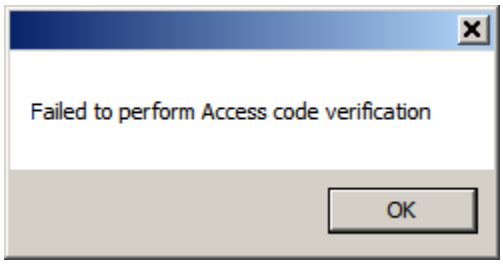
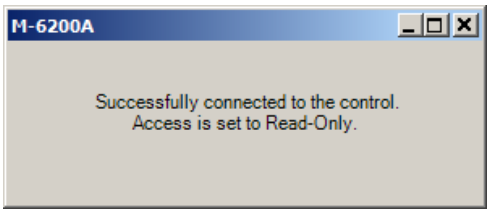
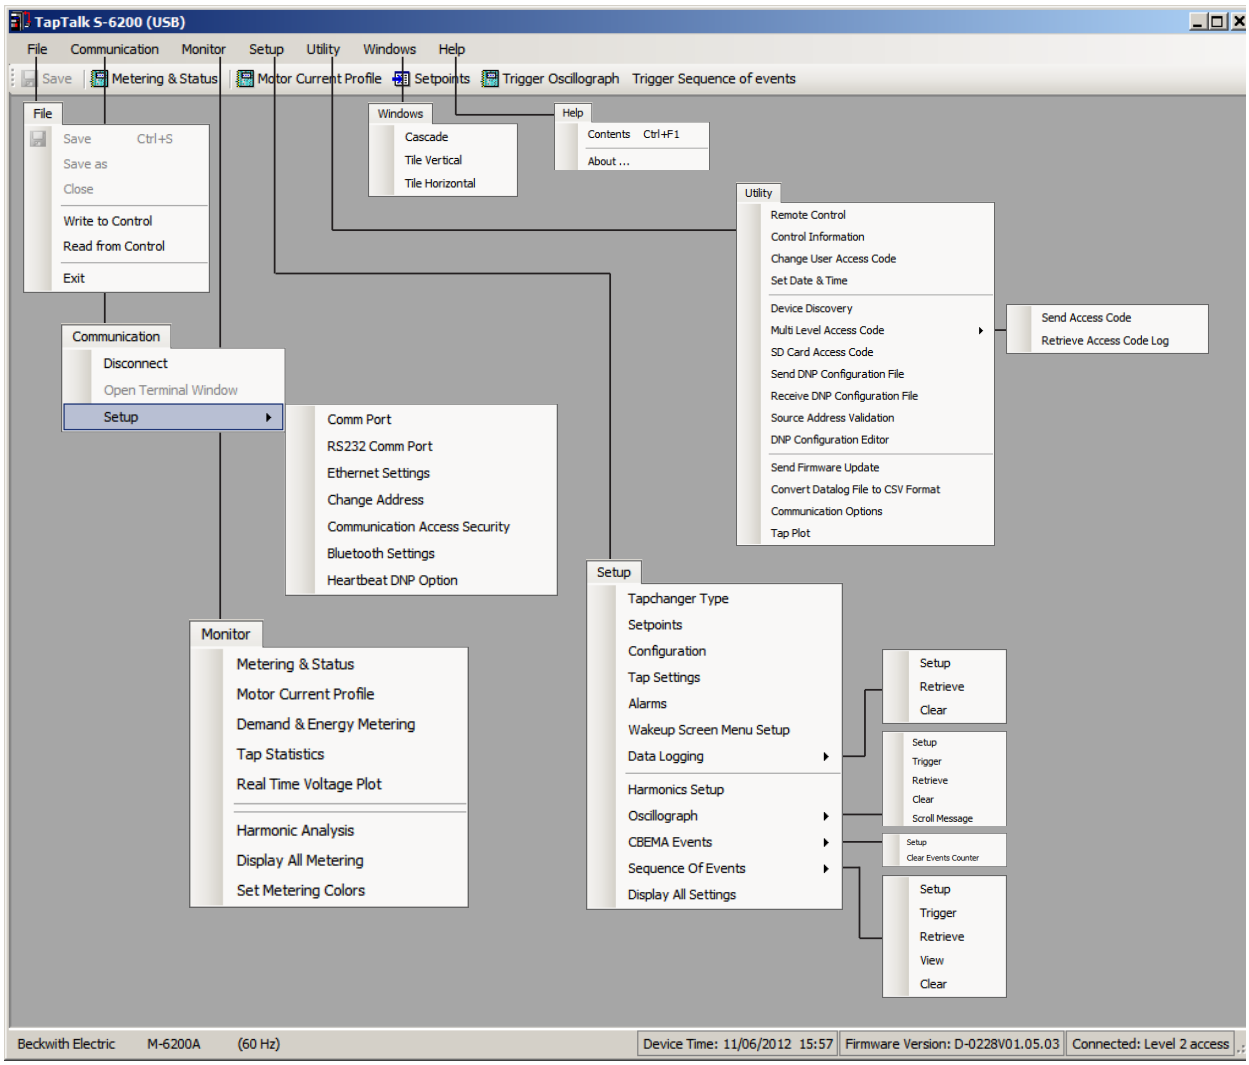

Figure 3-4 Failed to perform Access Code Verification Error Screen
Figure 3-5 Successfully Connected Read-Only Access Screen
Figure 3-13 TapTalk Main Screen Menu Selections (Connected)
11. If Level 1 Access is active and an invalid access code was entered, then TapTalk will display a "Failed to perform Access Code Verification" error message (Figure 3-4).
12. Select **OK**. TapTalk will briefly display the "Successfully Connected Read-Only Access" screen (Figure 3-5) and then display the connected version of the TapTalk Main Screen (Figure 3-13) with Read-Only permission.
9. If Level 1 Access is active and an invalid access code was entered, then TapTalk will display a "Failed to perform Access Code Verification" error message (Figure 3-4). Select **OK**. TapTalk will briefly display the "Successfully Connected Read-Only Access" screen (Figure 3-5) and then display the connected version of the TapTalk Main Screen (Figure 3-13) with Read-Only permission.
8. If Level 1 Access is not active or the proper Level 1 or Level 2 access code was entered, then TapTalk will briefly display a "Successfully Connected Level 1/Level 2" confirmation screen, then display the connected version of the TapTalk Main Screen (Figure 3-13) with the appropriate Access Level.
7. If Level 1 Access is not active or the proper Level 1 or Level 2 access code was entered, then TapTalk will briefly display a "Successfully Connected Level 1/Level 2" confirmation screen, then display the connected version of the TapTalk Main Screen (Figure 3-13) with the appropriate Access Level.
8. If Level 1 Access is active and an invalid access code was entered, then TapTalk® will display a "Failed to perform Access Code Verification" error message (Figure 3-4). Select **OK**. TapTalk will briefly display the "Successfully Connected Read-Only Access" screen (Figure 3-5) and then display the connected version of the TapTalk Main Screen (Figure 3-13) with Read-Only permission.
7. If Level 1 Access is not active or the proper Level 1 or Level 2 access code was entered, then TapTalk® will briefly display a "Successfully Connected Level 1/Level 2" confirmation screen, then display the connected version of the TapTalk Main Screen (Figure 3-13) with the appropriate Access Level.
8. If Level 1 Access is active and an invalid access code was entered, then TapTalk will display a "Failed to perform Access Code Verification" error message (Figure 3-4). Select **OK**. TapTalk will briefly display the "Successfully Connected Read-Only Access" screen (Figure 3-5) and then display the connected version of the TapTalk Main Screen (Figure 3-13) with Read-Only permission.
The TapTalk® Main Screen "Connected" (Figure 3-13) also displays type of Connection that is in effect (top of menu bar), and on the bottom menu bar the Control Time, Firmware Version and Connection Status.